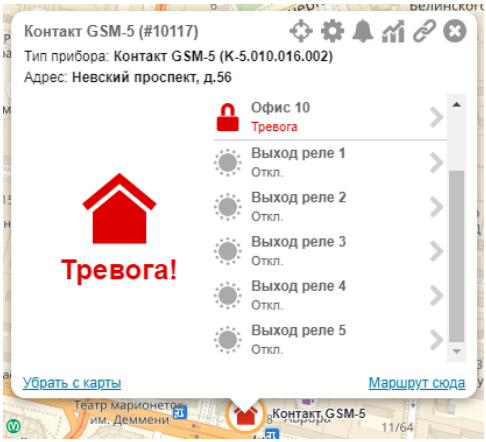

Рисунок 8. Выноска объекта
- После добавления выходы появятся в выноске объекта (рис. 8);